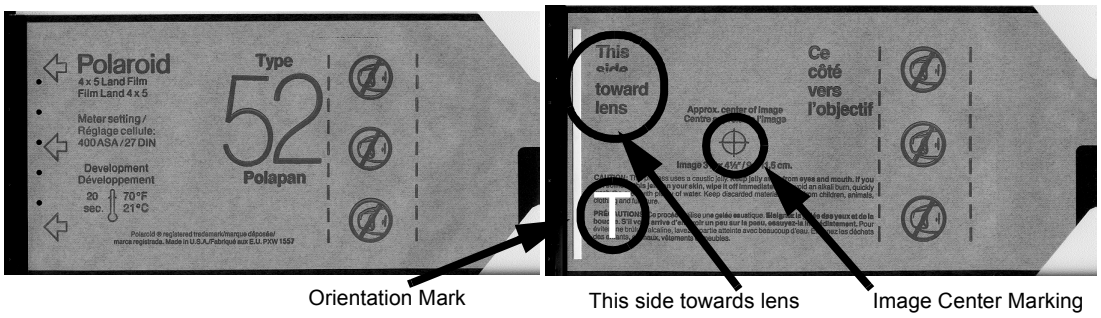
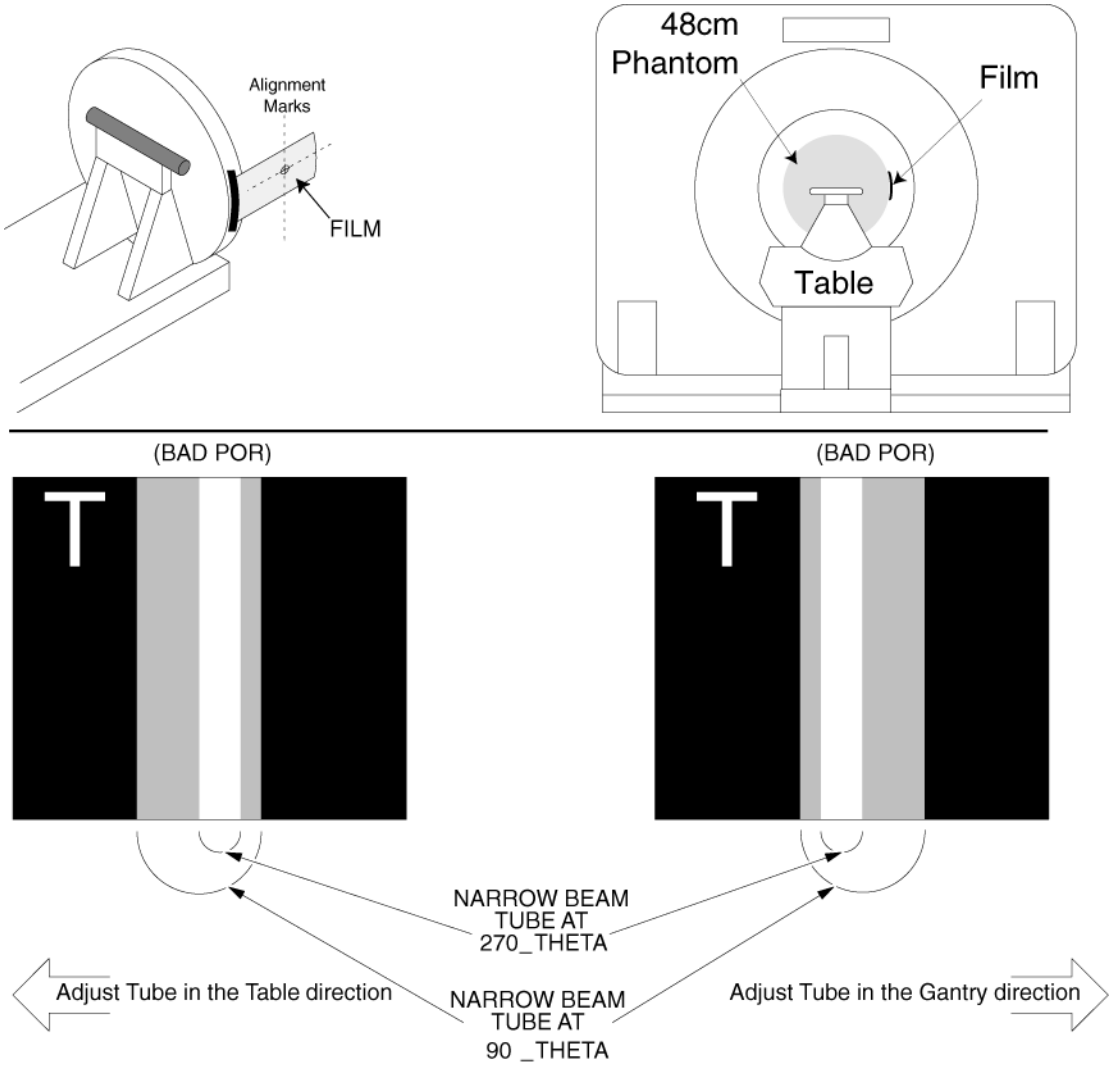

Figure 12-17 Polaroid Film, Type 52
Figure 12-19 Plane of Rotation Film Interpretation
- Type 52 Polaroid Film (see Figure 12-17, on page 931)
Note: Only the film should be projecting into the Gantry bore when complete. The phantom is used only to position and hold the film in the gantry bore, Figure 12-19.
Orient the side of the film side marked "**This side toward lens"** towards iso center, see Figure 12-17. When exposed and developed later, the film will show the alignment of the x-ray beam with respect to the table, as viewed from the X-Ray tube in the 3 o'clock position.
7.) Remove the exposed film and immediately mark the outside of the film nearest the table. For example, use a pen and print the letter "T" on the film nearest the table, Figure 12-17. Go and develop the exposed film. After the film is developed, transfer the table marking to the film itself while keeping the orientation correct, Figure 12-19.
- If the tube is out of specification, move the tube as indicated by the program. If adjustment is necessary, clockwise rotation (in) of adjustment bolt moves the tube towards the table side. Repeat Steps 3 through 11 again if you have moved the tube, to check accuracy of adjustment. See Figure 12-19 for more details.
- If the tube is within specification, tighten the four (4) M-12 Bolts bolts on the tube and torque them to 49 ft-lbs (66.4 Nm) and you're done.